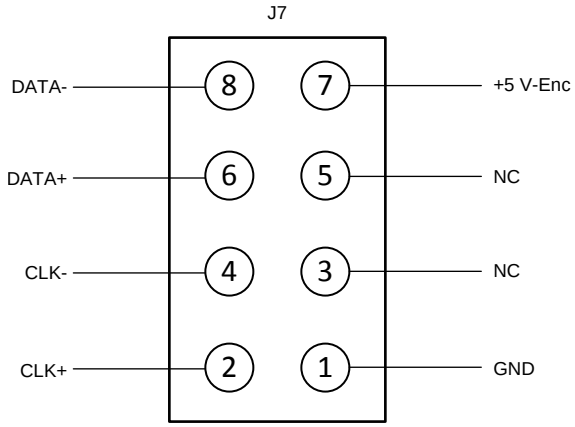

**Figure 11. Abs-Enc-1 (J7) Pinout on TIDM-1008 Board**
b. Insert the header of the adaptor created in the previous step to connect to Abs-Enc-1 (J7). The female end of the Heidenhain cable connect to the encoder. The pinout of J7 is shown Figure 11.